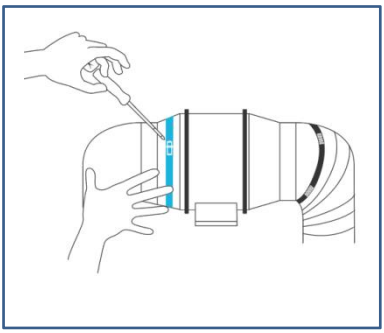

Fig.11
1、If installing ducting, purchase a suitable duct and duct clamp and secure it to both ends of the fan to ensure tight sealing. Finally, tighten the air duct clamp with a screwdriver.See the (Fig.11.)